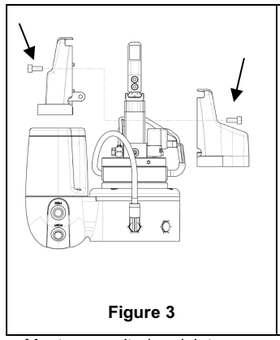

**Figure 3**
- Fixez le couvercle à l'aide de vis cruciforme à tête ronde (M4x10) à un couple de serrage maximum de 1.0 N.m, voir **Figure 3**.